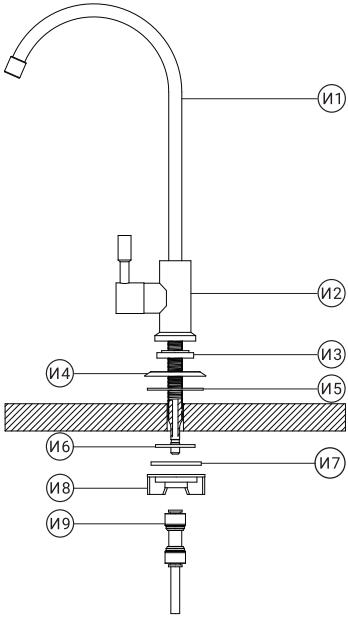

Рис. 10
2. Удалите транспортную заглушку и произведите монтаж крана (рис. 10) в следующей последовательности:
4. Фитинг 1/4" вместе с установленной в него трубкой подключите к штоку крана чистой воды (см. раздел «Подключение фильтра» и (рис.10)).